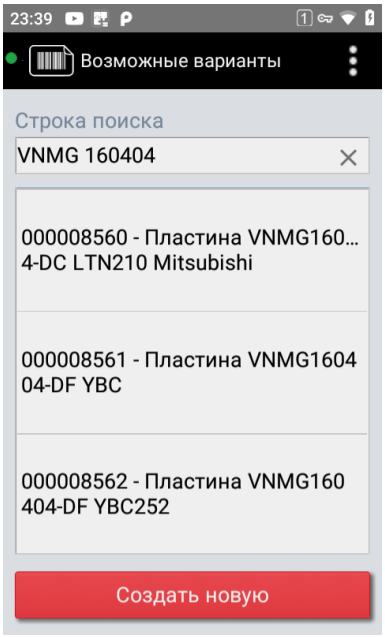

Рисунок 97. Возможные варианты номенклатуры
4. Если в справочнике найдены похожие наименования, откроется список «Возможные варианты» (см. Рисунок 97). Выберите подходящую номенклатуру или нажмите «Создать новую».